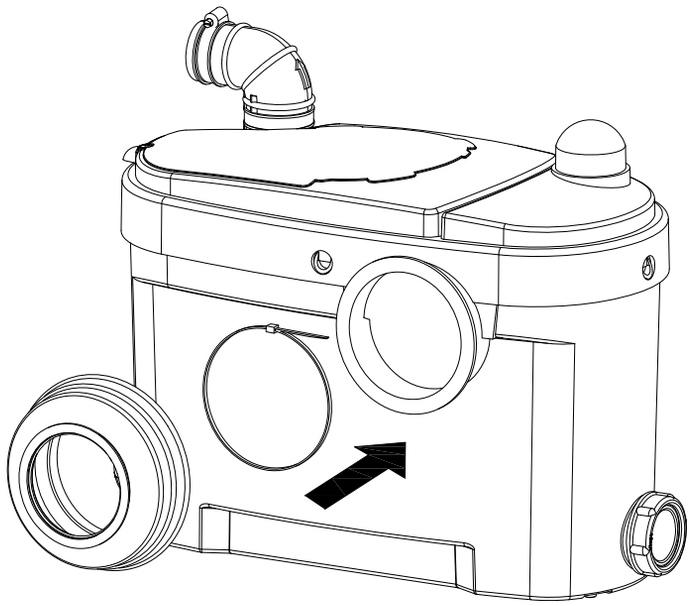

Fig. 10
- Fixer les pattes (F), avec les vis (G) dans l'appareil fig.10.